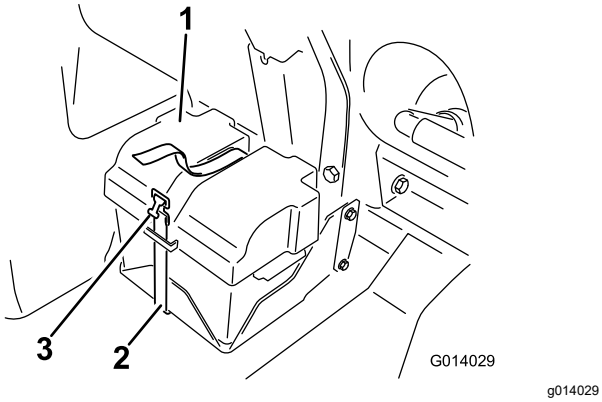

Figur 94
2. Avlägsna batterikåpan och lossa den jordade minuskabeln (svart) från batteripolen (Figur 94).
4. Montera batterikåpan och fäst den med remmen som togs bort tidigare (Figur 94).